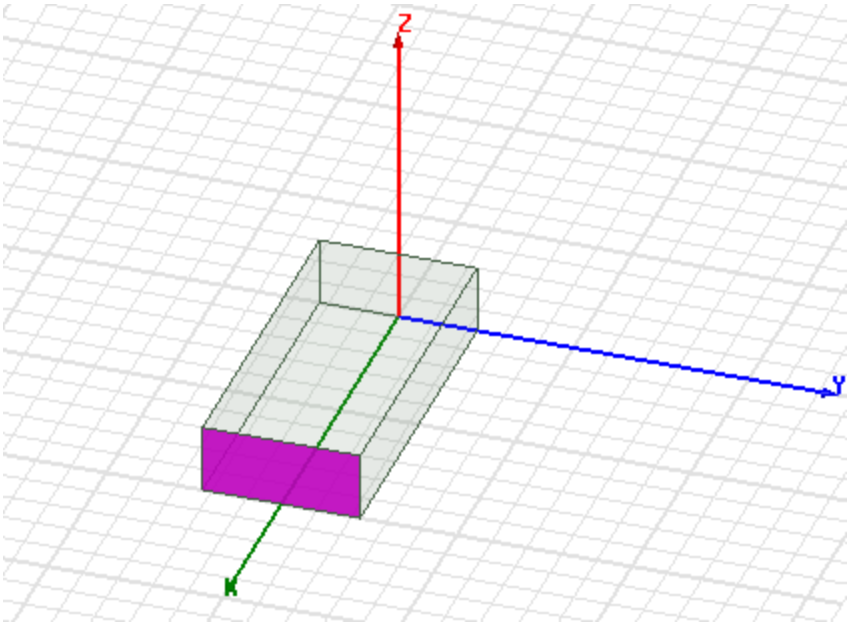

Figure 3-16 Face of the box parallel to the yz plane at x=2
2. Click the face of box parallel to the yz plane at x=2, as shown in Figure 3-16.